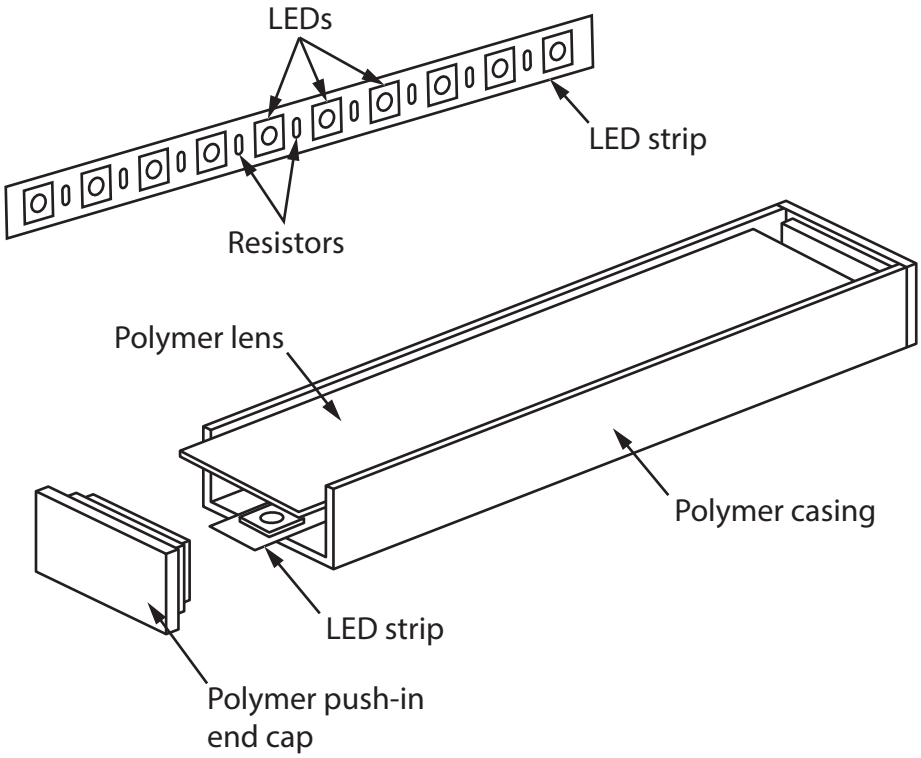

**Figure 17**
**8** Figure 17 shows a partly exploded drawing of a light-emitting diode (LED) strip light.